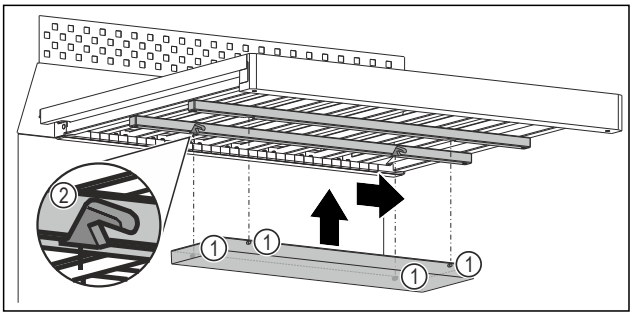

Fig. 110 Reprezentare exemplificatoare
▶ Împingeți în interior fiecare știft *Fig. 110 (1)* în degajarea *Fig. 110 (2)* corespunzătoare de la baretele de sub grătarul de lemn.